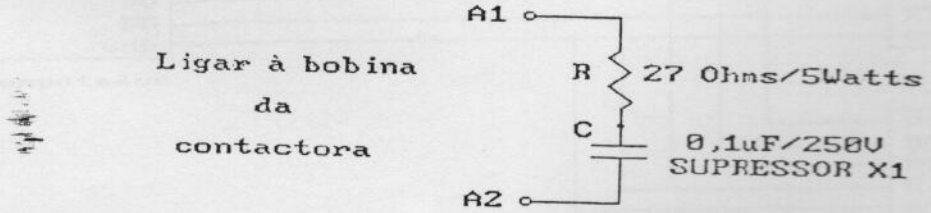

Figura 2.4
- É bastante recomendável o uso de FILTROS RC nas bobinas de equipamentos como contactoras e demais solenóides. A Figura 2.4 ilustra os valores recomendados deste filtro.